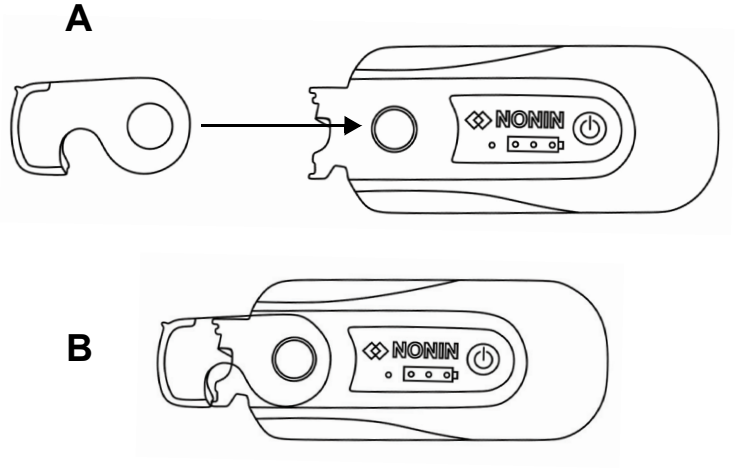

Figura 10. *Substituição do mecanismo de bloqueio do processador de sinais*
1. Alinhe a articulação do mecanismo de bloqueio com a extremidade do processador de sinais. (**Figura 10.A**).
3. Encaixe o mecanismo de bloqueio no lugar (**Figura 10.B**).